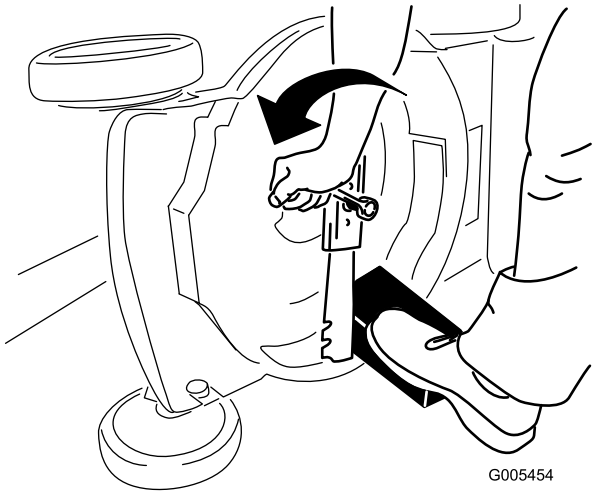

Figura 27
3. Usate un blocco di legno per tenere ferma la lama (Figura 27).
4. Togliete la lama e conservate la bulloneria di montaggio (Figura 27).